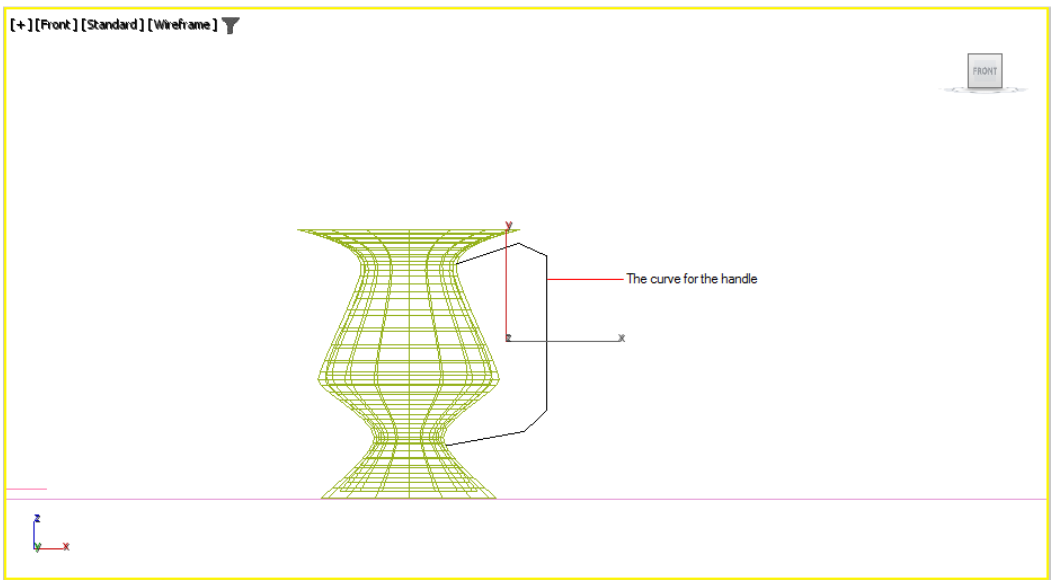

Figure 5-17 *The curve for the handle of the Jug*
4. Similarly, click at other points to form a curve, refer to Figure 5-17. Right-click to exit the **Line** tool; the shape of the handle is created, as shown in Figure 5-17.